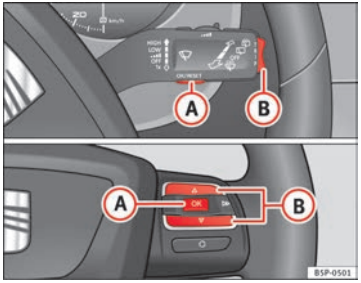

Fig. 41 Tasti A e B. Comandi sul volante.
– Con il quadro acceso, premere brevemente il tasto ⇒ fig. 41 (A) ubicato sulla leva del tergicristallo per passare da una memoria all'altra o premere il tasto (A) dei comandi sul volante ⇒ fig. 41.